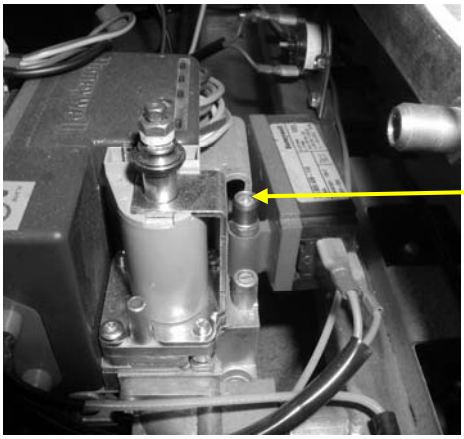

Afb. 25
- Plaats het slangetje van een nauwkeurige manometer op de inlaatdrukpoort (afbeelding 25) van de gasregelklep nadat u de schroef één slag hebt losgedraaid.